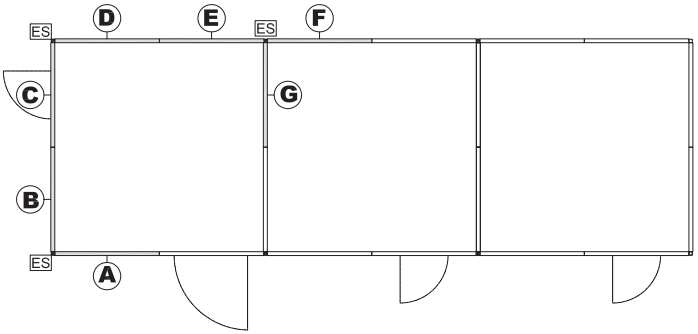

Fig. 22 Secuencia de instalación
* Fije un elemento esquinero al panel paso (E) y a continuación fije otro panel paso (F) pasando 3 tornillos de ¼ x 4" a través de las tres perforaciones fig. 22. (ver página 20) fig.23-24-25.